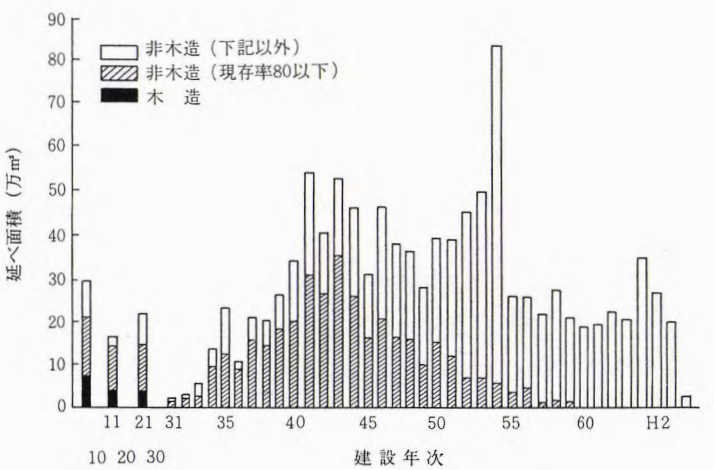

図１ 建設年次別延べ面積（官庁建物実態調査対象分）
ここでは，先ず，建設省が実施している官庁建物実態調査結果について検討してみよう。調査によれば，平成３年度の調査対象延べ面積1,164万㎡の建設年次別内訳は**図１**のとおりである。図から以下のことが理解できる。
①高度経済成長に伴い，昭和36年以降の建築面積が飛躍的に増加し，昭和41年から昭和55年にかけては年平均40万㎡以上の新設が行われたことを示している。
②**図１**で斜線部分で示されている現存率80以下の建築物（老朽建築物）の延べ面積は，全体の41.3%を占めている。ここで言う現存率とは，建築物の完成時を100とした場合の現在の性能を数値で表したものと定義されている。
もう少し詳しく解説すると，1994年度の材料施工委員会は，**図１**に示すように，委員長（上村克郎宇都宮大学教授）の下に，８の直属小委員会及び９の運営委員会で組織されている。当方の防水工事運営委員会はこの９の運営委員会の１つとして位置付けられる。ついでに委員構成について述べると，材料施工委員会本委員会は，委員長及び３名の幹事と，直属小委員会の主査８各並びに旧主査３名，各運営委員会の主査９名，支部（北海道，東北，関東，北陸，東海，近畿，中国，九州）材料施工部門の代表者８名，官公庁（建設省・農林省・住宅金融公庫・住都公団）・建設会社・設計事務所から各５名並びに大学から３名の合計46名の材料施工関係者とで構成されている。